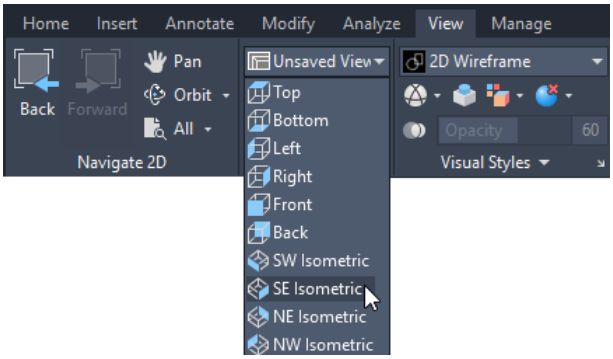
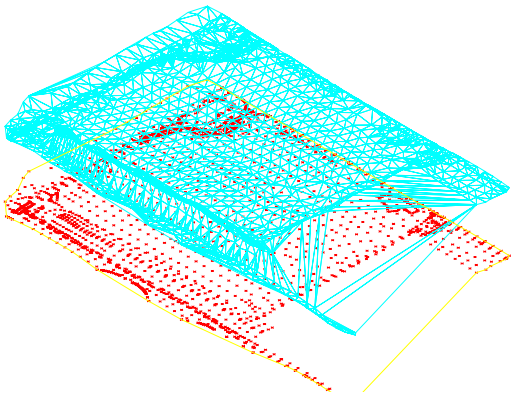

Figure 3-62 *The* ***SE Isometric*** *button chosen from the* ***View*** *tab*
Figure 3-63 *The* ***SE Isometric*** *view of the* ***EG Surface***
7. Choose the **SE Isometric** button from the **Named Views** panel of the **View** tab, as shown in Figure 3-62 to view the surface in 3D view; the surface is displayed with triangles at an exaggerated elevation, and the surface border and points are displayed at the original elevation, as shown in Figure 3-63.
Figure 3-63 displays the model view of the surface using the model view settings previously defined for surface style.